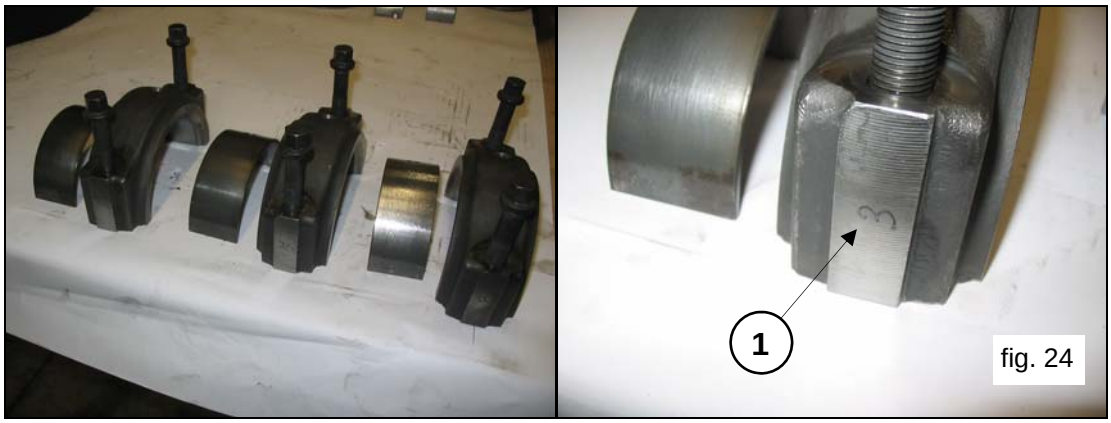

fig. 24
To avoid error, caps and connecting rods are numbered on one side (pos.①, fig.24).